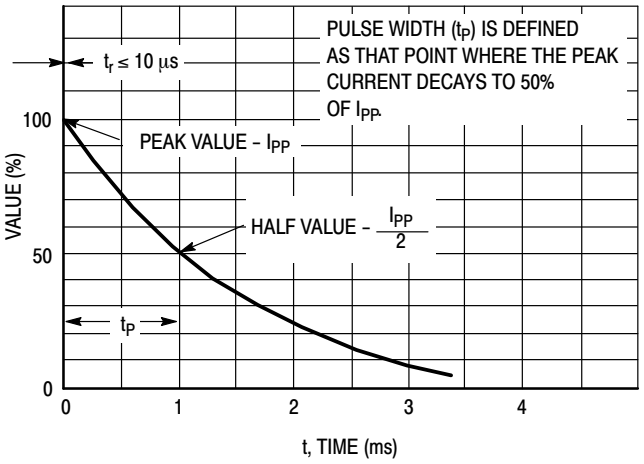
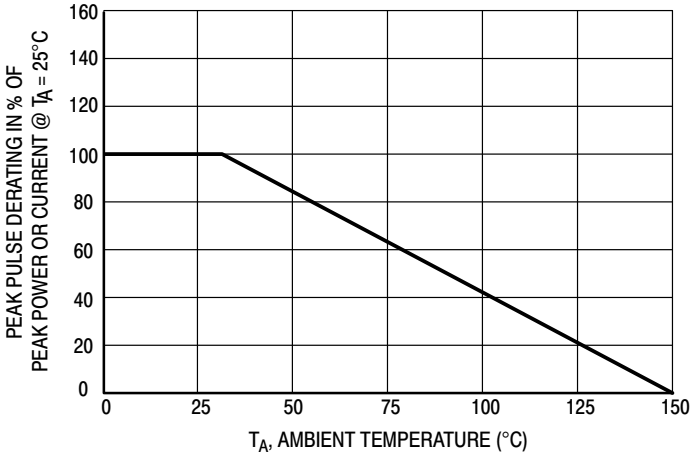

Figure 2. Pulse Waveform
Figure 3. Pulse Derating Curve
8. Surge current waveform per Figure 2 and derate per Figure 3 of the General Data − 1500 Watt at the beginning of this group.